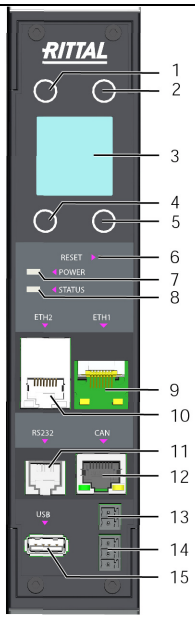

Fig. 21: Control and display elements and connections of the PDU metered/metered plus/switched/managed/RCM
The control and display elements are shown in fig. 21. The display direction and the assignment of the four keys at the side of the display will depend on the installation direction of the PDU. The keys are assigned depending on the position of the PDU/RCM.The assignment changes automatically when the PDU/RCM is rotated. The legend for fig. 21 shows the key assignment appropriate for the figure. The actual assignment of the keys is shown correctly on the display.
A multi-LED for status display is integrated into the front of the PDU (fig. 21, item 8). Further LEDs are also located on the CAN bus connection (fig. 21, item 12) and on the Ethernet interfaces (fig. 21, item 9 and item 10).
The individual menu points are selected using the "Down" (fig. 21, item 5) and "Up" arrows (fig. 21, item 2). You can switch between the individual menu levels with the "Esc" (fig. 21, item 1) and "Enter" keys (fig. 21, item 4).